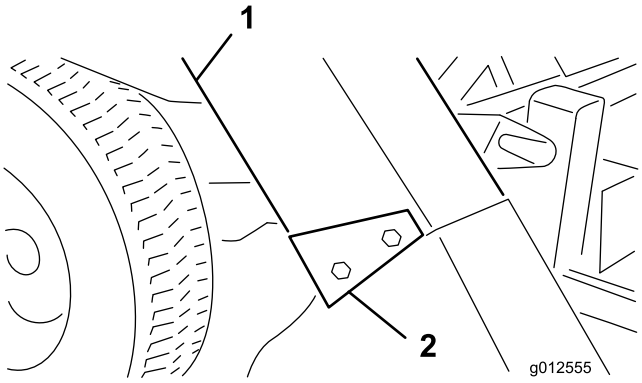

Figura 29
4. Deslice el conducto sobre el hueco del soplador, situándolo sobre los pernos de montaje (Figura 29).